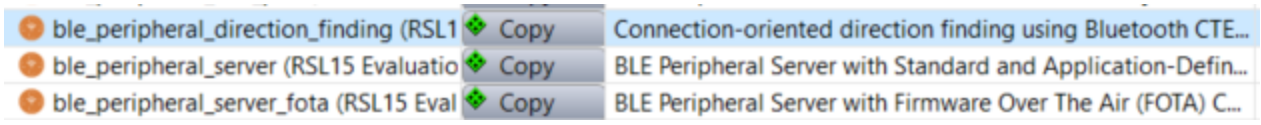

**Figure 15. Bringing the Project Into the Workspace**
1. Copy the *ble_peripheral_direction_finding* sample application into your workspace. The **C/C++** perspective opens and displays your newly copied project, as shown below in the "Bringing the Project Into the Workspace" figure (Figure 15).